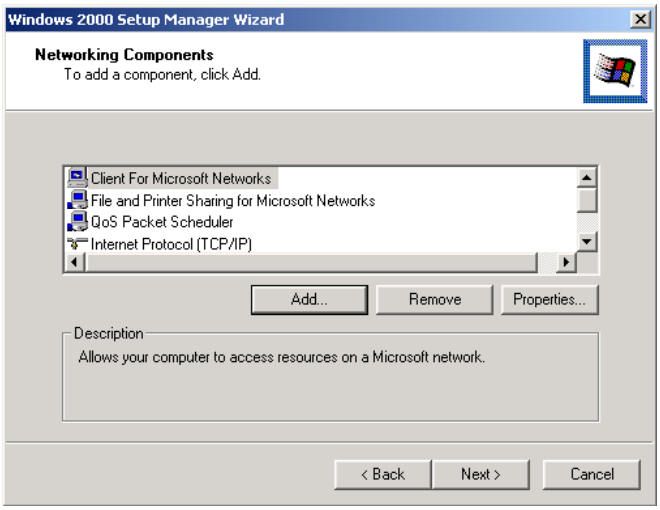

Figure 3. Using the Setup Manager Wizard, the administrator can configure which networking components will be available for the user.
- **Configure network settings.** Any custom network-setting option that can be configured from the desktop can be configured remotely in the Networking Components box (Figure 3 below) of the Setup Manager Wizard. The interface for setting network settings in the wizard is the same interface that the user sees on their desktop. Using Setup Manager the administrator can also join computers to a domain or workgroup, or automatically create accounts in the domain.